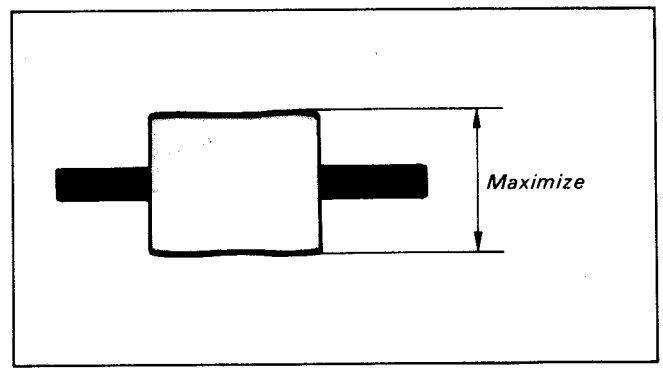

Fig. 2-51
5) Maximize the RF waveform amplitude by turning the track shift knob of the track shift and monitor jig (See Fig. 2-51).
2) Maximize the RF waveform amplitude by turning the track shift knob of track shift and monitor jig (See Fig. 2-51).